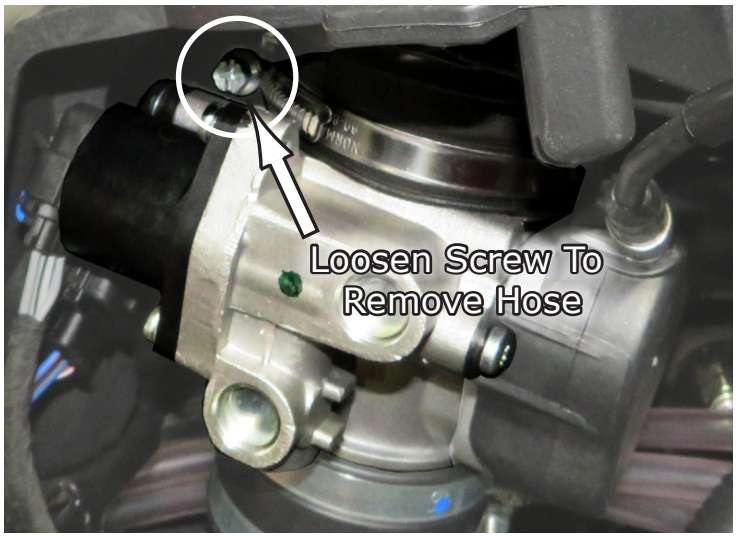

**Fig.32**
**27**. The next thing you need to do is loosen the band clamp (that holds the hose on) with a straight screw driver or socket as shown in **Fig.32**. Then separate the hose from the unit.